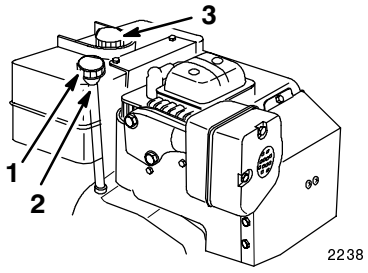

Figure 11
2. Clean the area around the dipstick (Fig. 11).
3. Remove the dipstick from the crankcase (Fig. 11).
1. Clean the area around the fuel tank cap (Fig. 11).